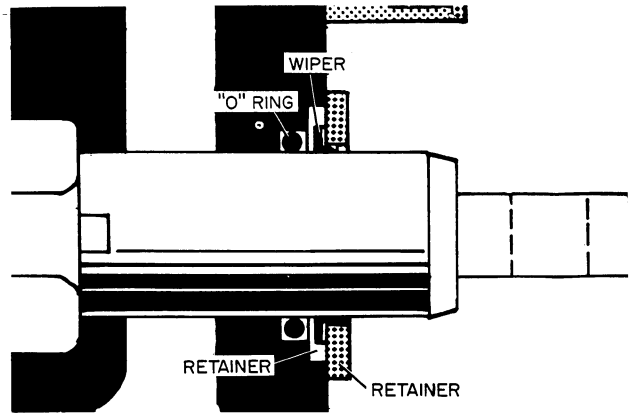

Figure D-74
3. Install the "O" ring, "O" ring retainer, wiper and retainer plate in the order shown in Figure D-74, over the eye end of the Tilt Spool. Install the retainer plate screws and wahsers.